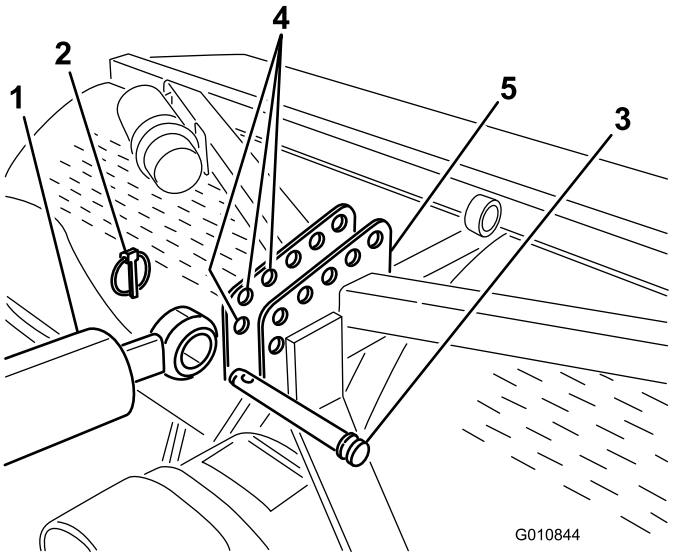

Figur 6
7. Sätt fast stavänden på den hydrauliska topplänken i det främsta hålet på luftarens fäste med en länkpinne och en hjulsprint (Figur 6).